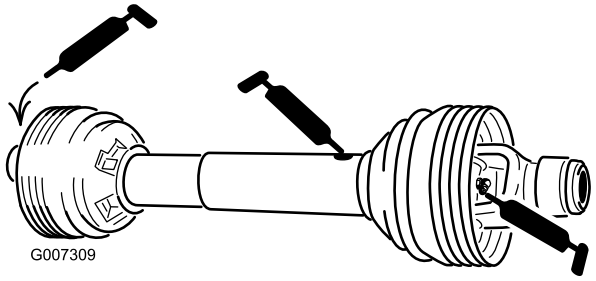

Figur 24
Kraftudtagsaksel (3) (Figur 24)